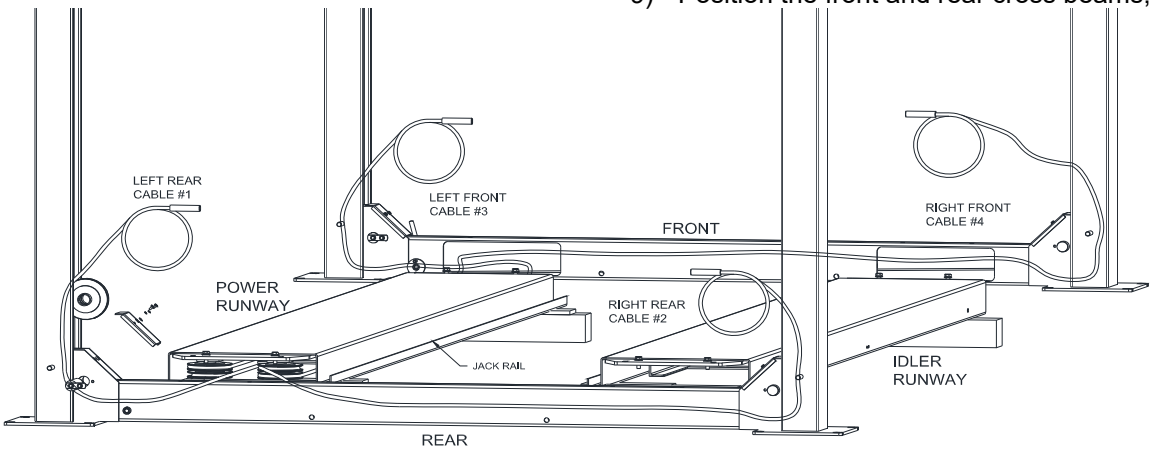

Fig 7 – Runway Layout
8) Position runways on blocking ***(see Fig 7)*** per layout lines established in step 1. Use four 30" long 4x4's spanning the width of the runway and four 12" long 1x4's to shim up the jack-rail side of the runway. Cable #1 & #2 should be extending out from the rear of the power runway and cable #3 & #4 from the front of the power runway, **Fig 7**.
9) Position the front and rear cross beams, **Fig 7**.